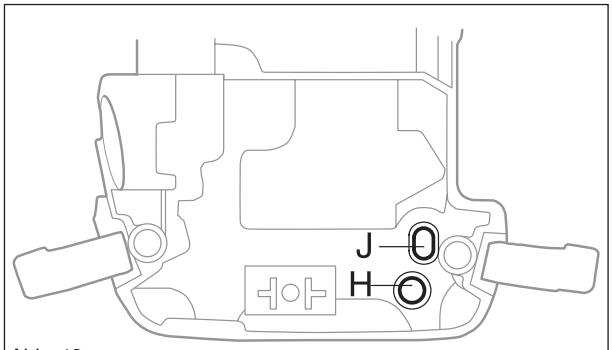

Abb. 48
2. Motor über den Tank heben und Kraftstoffschlauch (in J), Rücklaufschlauch (in H) unten am Vergaserraum montieren. (Siehe Abb. 48.)